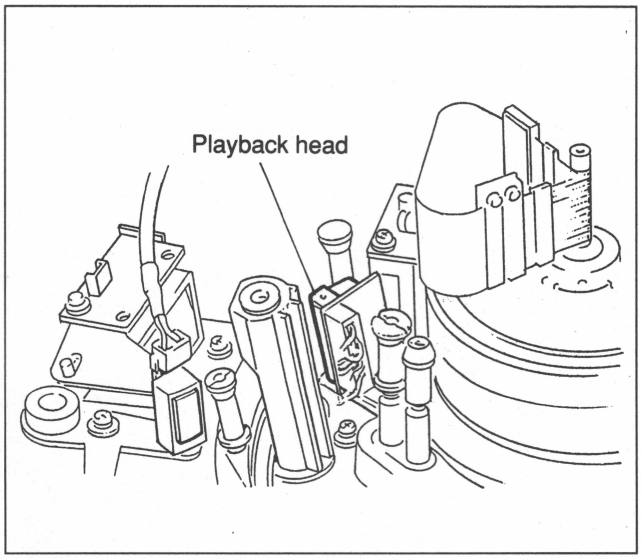

Fig. 8-10-4 Audio Playback Head Cleaning
- Check that the audio level meter deflects and that the MUTE lamp does not light. If the MUTE lamp lights, clean the audio playback head shown in Fig. 8-10-4.